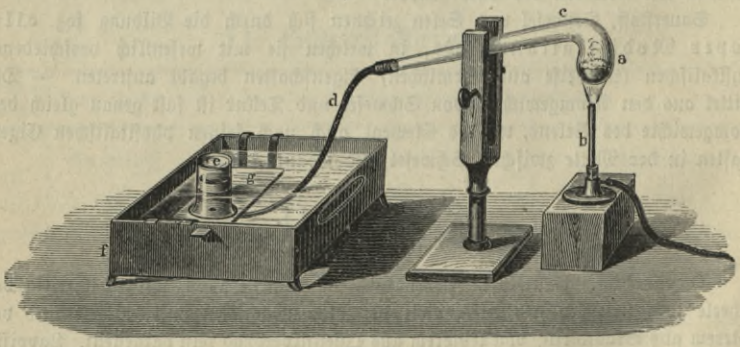

Fig. 7.
V. Am bequemsten und reichlichsten erhält man Sauerstoff durch Erhitzen von Kaliumchlorat, $KClO_3$ (gemischt mit etwas Braunstein, Fig. 7), nach der Gleichung: